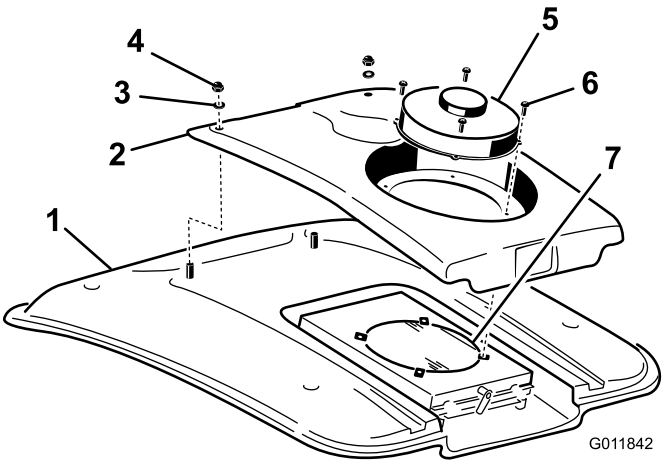

**Figur 73**
2. Afmonter de 4 skruer, som fastgør ventilatoren og kondensatordækslet på ventilatorenheden (Figur 73).
4. Fjern de to møtrikker og spændeskiver, der fastgør det forreste af kondensatordækslet til førerhusets tag (Figur 73).
8. Rengør airconditionkondensatoren grundigt med trykluft (Figur 73).